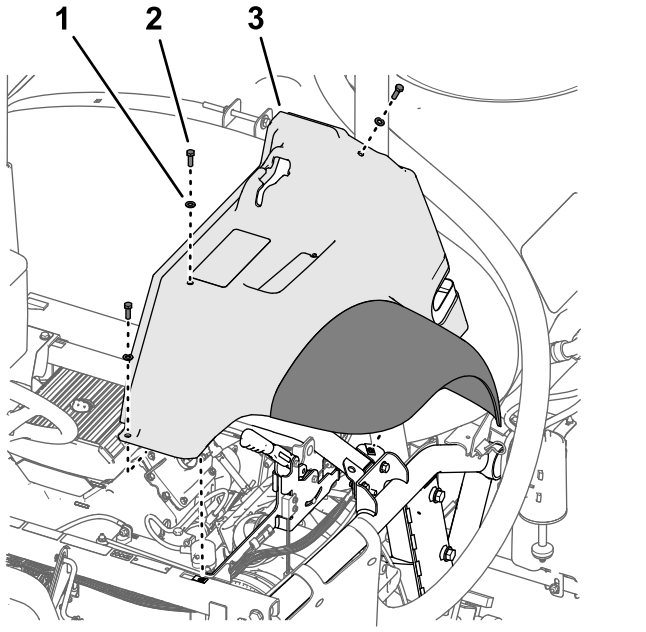

Figur 219
4. Monter løst skærmen på stellet (Figur 219) med de 3 bolte (5/16 x 1 tomme) og 3 spændeskiver (5/16 tomme), du fjernede i trin 2 i Afmontering af venstre og højre forskærm (side 11).